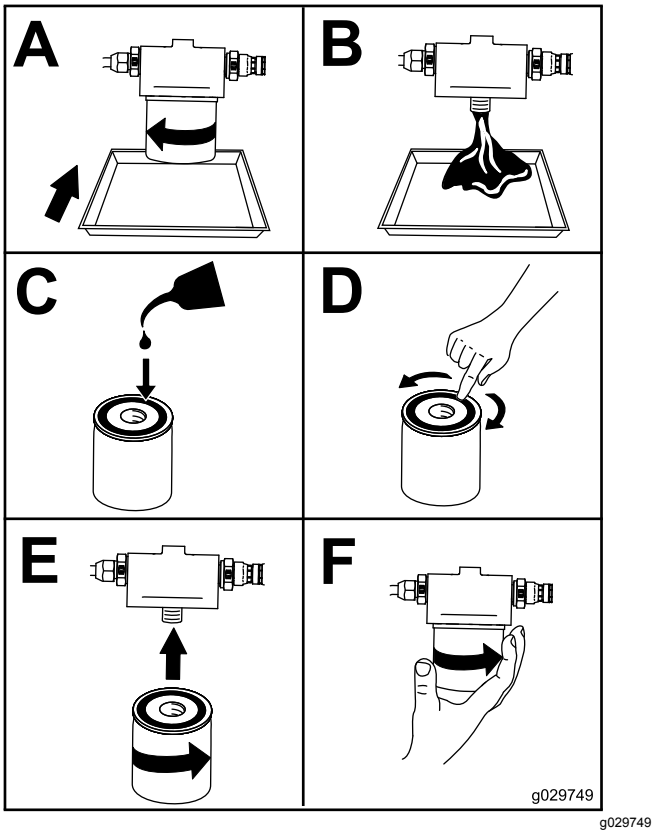

**Rysunek 48**
6. Wymień filtr oleju (Rysunek 48).